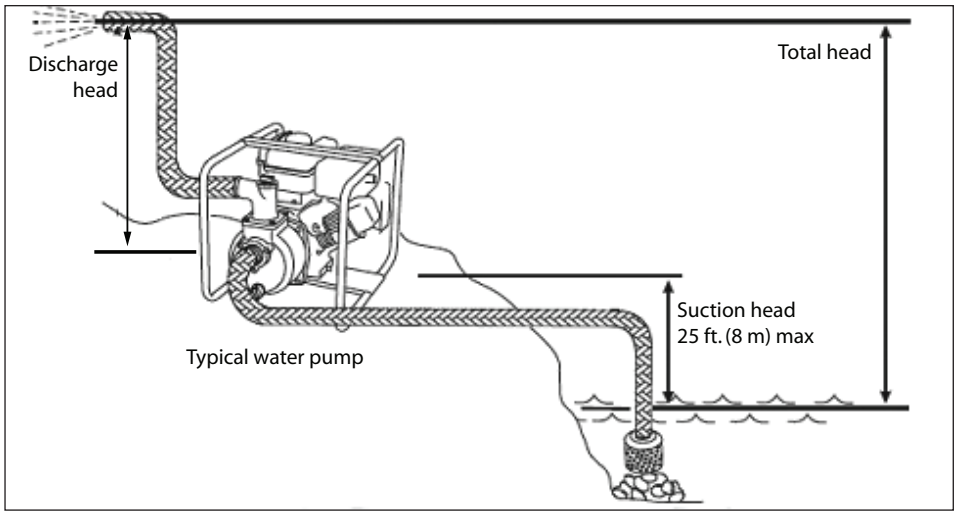

FIGURE 1
Use this pump for water only, where the vertical suction head from the water level is 25 ft. (8m) or less. Head refers to the height of a column of water that can be delivered by the discharge of the pump (Figure 1). Suction head (or suction lift) is the vertical distance between the center of the pump and the surface of the liquid on the suction side of the pump. Discharge head is the vertical distance between the pump's discharge port and the point of discharge. Total head is the sum of the suction head and the discharge head. The elevation above sea level and friction losses must be taken into consideration. **CAUTION: Do not operate this pump dry. Water is required to lubricate pump seal.** This pump has been tested and operated under actual working conditions. Engine, pump, and all accessories were found satisfactory. If the pump is not performing as specified, check INSTALLATION and TROUBLESHOOTING sections carefully.
a) **LOCATION:** For permanent installation, put the pump in a clean, dry, and ventilated place (Figure 1).